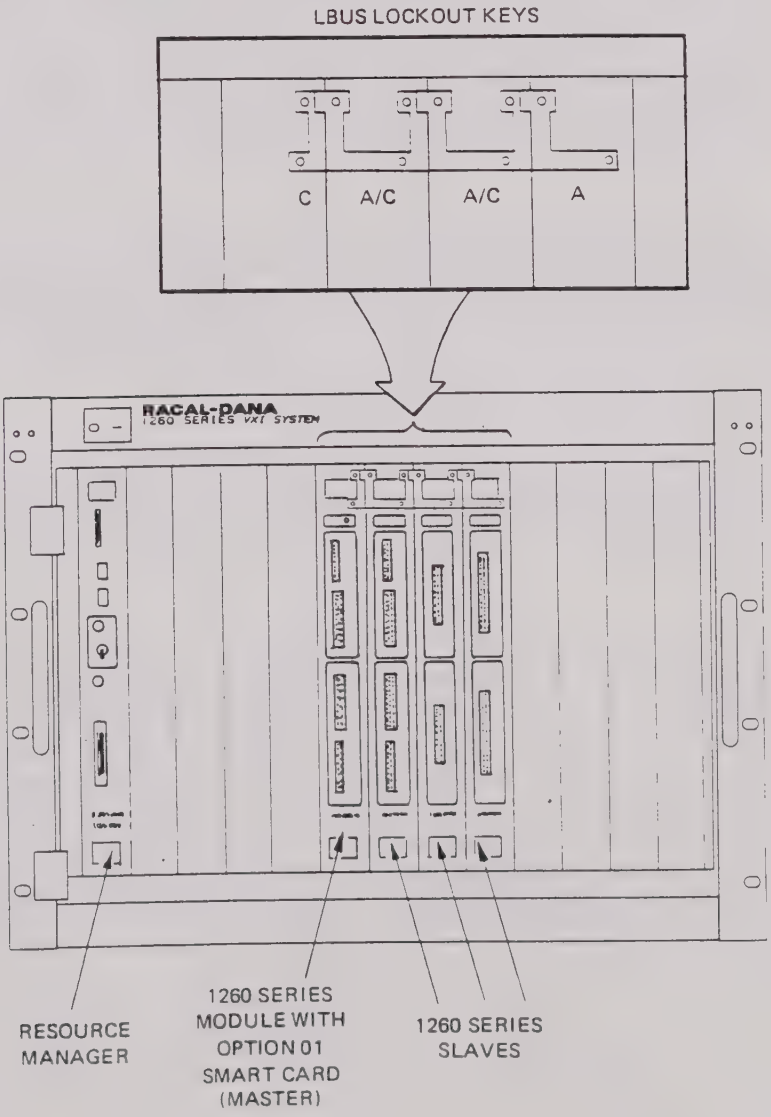

Figure 2-7, 1260 Series Master/Slave Configuration
2.8.3 Refer to Figure 2-6 which illustrates the three LBUS Lockout keys used, and to Figure 2-7 which shows a 1260 Master/Slave configuration.
2.8.5 Refer to Figure 2-6 which illustrates the three LBUS Lockout keys used, and to Figure 2-7 which shows a 1260 Master/Slave configuration.